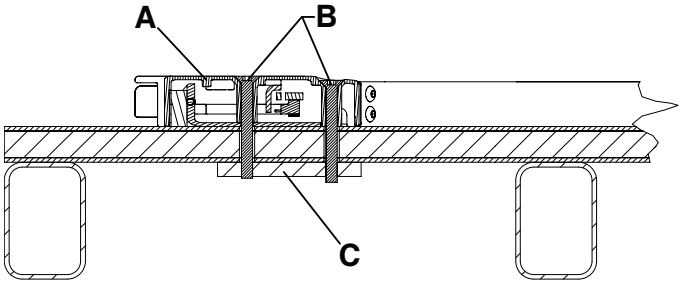
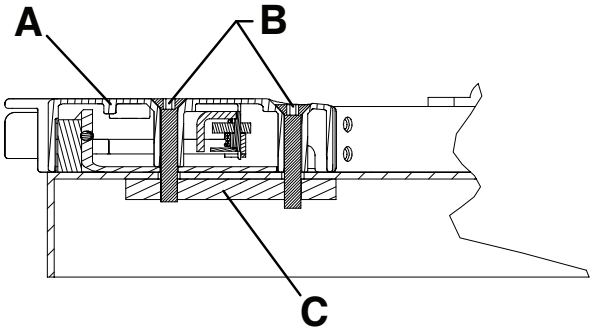

Рисунок 7 – Ножной конец для напольного монтажа — вид 3A
Рисунок 8 – Ножной конец для крепления на погрузочной платформе — вид 3B
3. Прикрепите кожух защелки ножного конца (A) к полу или погрузочной платформе с помощью четырех винтов с потайной головкой M8 (B) (не входят в комплект поставки).
Примечание - Для дополнительной поддержки требуется стальная опорная пластина (C) или эквивалентные пластины (не входят в комплект поставки) (Рисунок 7 или Рисунок 8).